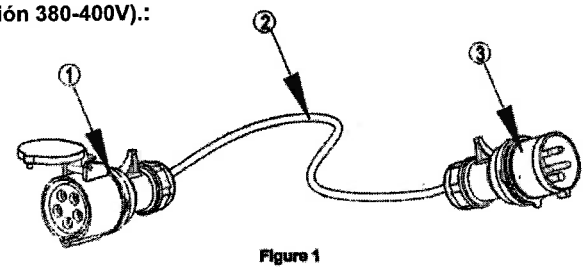

Figure 1
5.1 El usuario debe utilizar el acoplador de potencia comprar tal como se muestra en la fig. 1, El acoplador debe coincidir con el aparato y prolongar la puesta a tierra. El acoplador debe ser aprobado por VDE. La longitud del cable de alimentación puede contener más de 1,8 m pero inferior a 3 m, si el cable de alimentación es demasiado largo y pesado, que puede causar la caída de la acoplador, el riesgo de descarga eléctrica o de tropezar con los niños. La especificación para cada modelo pls ver a continuación: